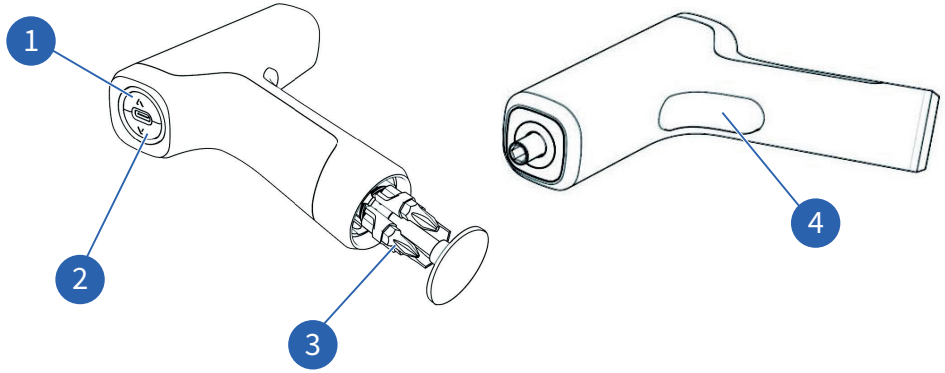

Fig. 4: Reverse/forward direction buttons and main switch
Torque selector (Fig. 4/1):
1. To tighten the screw, press the forward direction button (Fig. 4/1) and the main switch (Fig. 4/4). The tool will turn forwards into the screw.
2. To loosen the screw, press the reverse direction button (Fig. 4/2) and the main switch (Fig. 4/4). The tool will reverse rotate to loosen the screw and 4 white LEDs will rotate anti-clockwise.
1. To set up torque mode, press the forward direction button/torque selector (Fig. 4/1) for 2 seconds; see the **Torque selector** table.
1. Press the bottom of the tool to release the integrated bit magazine (Fig. 4/3). If the bit magazine is extended, press again to close the bit magazine.